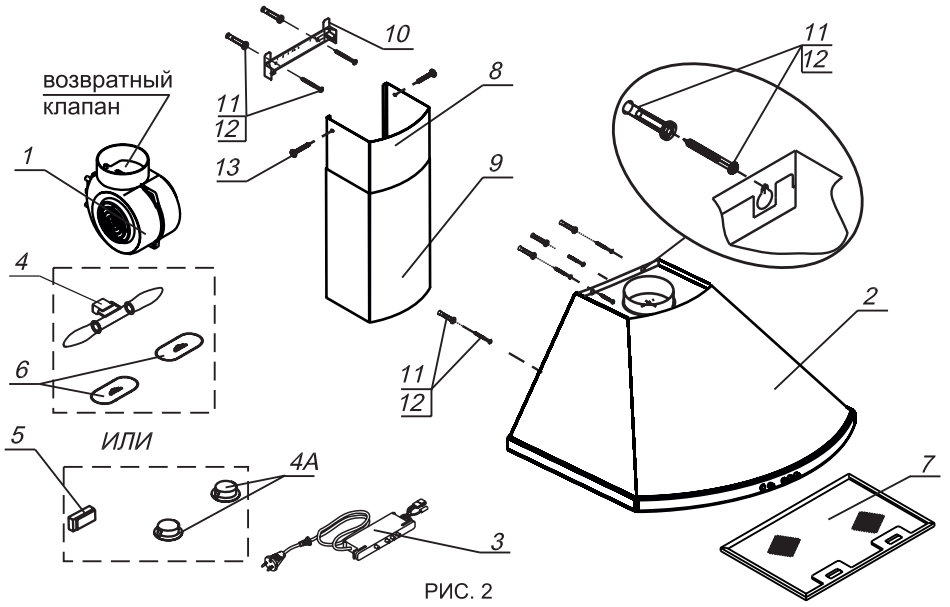

РИС. 2
1.4 Перед эксплуатацией вытяжного зонта убедитесь в том, что возвратный клапан, расположенный на горловине вентилятора (рис. 2), имеет свободный ход (легко поднимается вверх и опускается).